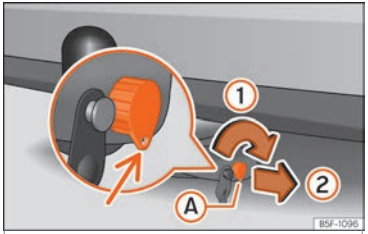
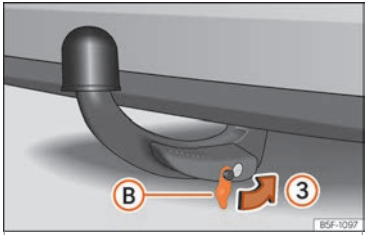

Fig. 256 Bloquear fechadura
Fig. 257 Colocar a tampa sobre a fechadura
- Rodar a chave Ⓐ no sentido da seta ① até que a parte furada da chave chegue à sua posição inferior **››› Fig. 256**.
- Retira a chave no sentido da seta ②.
- Coloque a tampa Ⓑ na fechadura no sentido da seta 3 ③ **››› Fig. 257** **›››** ❗.